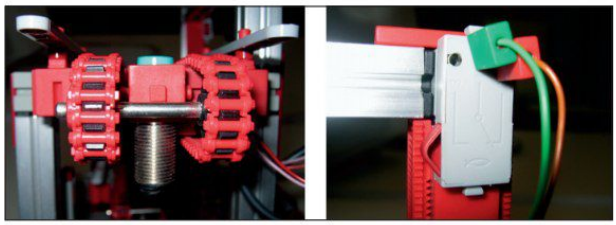

Bild 1: Sensor und Geber
3. Welche Arten von Sensoren bzw. Geber **(Bild 1)** werden in der Anlage verwendet?